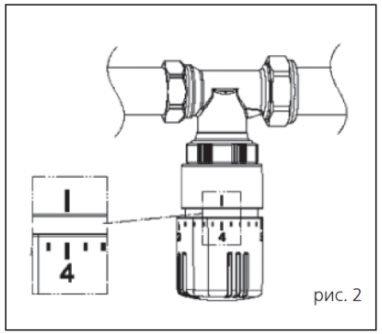

рис. 2
5.3. Настройка термоголовки на требуемую температуру производится поворотом верхней части корпуса до совпадения требуемой цифры (например «4») (рис. 2) с риской на нижней части корпуса.